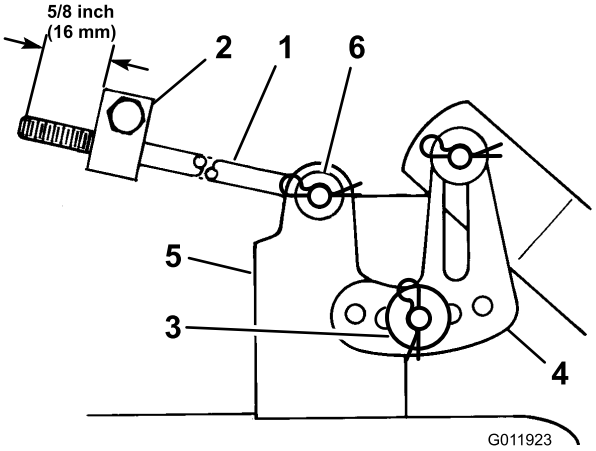

Figura 9
8. Assicuratevi che entrambe le aste sporgano di 16 mm oltre il blocco di regolazione (Figura 9).
9. Infilate l'estremità dell'asta lunga nel foro del perno di montaggio del tosaerba (Figura 9).
10. Montate la rondella sottile e la coppiglia a forcina per fissare l'asta (Figura 9).
11. Montate la staffa scanalata di livellamento del tosaerba sul perno dell'attacco del tosaerba (Figura 9).
12. Montate la rondella grossa e la coppiglia a forcina per fissare il tosaerba (Figura 9).